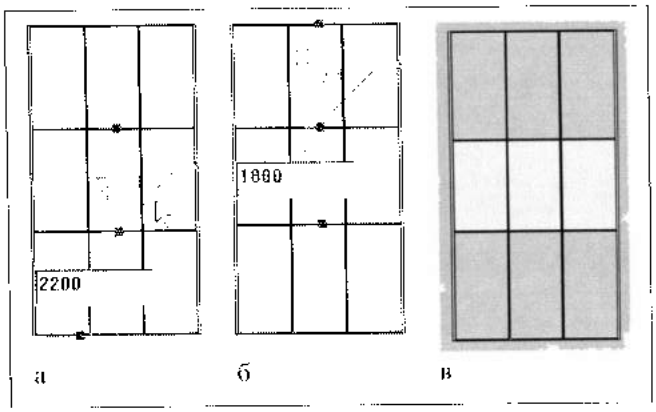

Рис. 21.16. *Редактирование схемы разрезки и панелей*
5. Скорректировать положение горизонтальных линий в схеме разрезки и тип панелей (рис. 21.16):